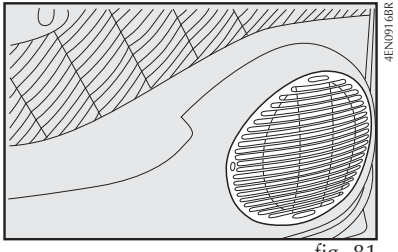

fig. 81
- alto-falantes na porta dianteira **fig. 81**.